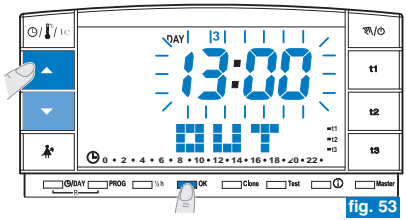

fig. 53
- Con las teclas ▲▼ configurar la hora en la que se desea activar el programa Holiday (salir de la vivienda); confirmar pulsando la tecla **OK** (fig. 53).